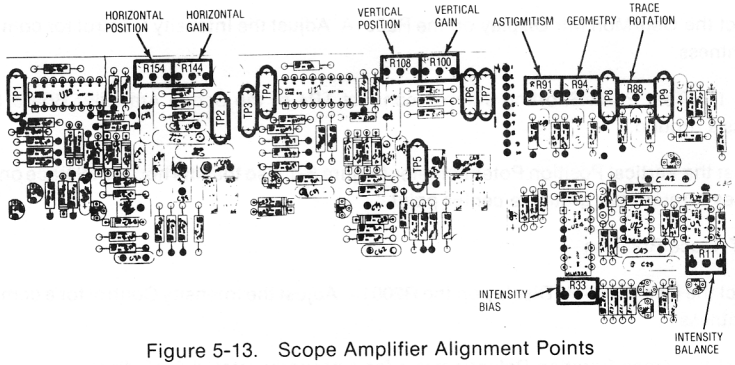

Figure 5-13. Scope Amplifier Alignment Points
2. While using the Focus Control to maintain a focused display at the center of the CRT, adjust the Astigmatism and Geometry potentiometers (Figure 5-13) for the best focus at the outer edges of the CRT while minimizing the pincushion and barrel distortion of the display. The two adjustments are interactive so that repeated small adjustments alternated between the two potentiometers will be required to obtain the best display.
2. Adjust the Intensity Bias potentiometer (Figure 5-13) until a dot appears on the screen. (The Vertical and Horizontal Position Control on the front panel may have to be used to bring the dot on to the screen.) Then back off the Intensity Bias potentiometer until the dot just disappears.
2. Adjust the Intensity Balance potentiometer (Figure 5-13) for uniform intensity of the horizontal trace from left to right. The Balance potentiometer affects the intensity on the left side of the trace.
2. With the Test Point Shorting Jumper connect TP1 of the Scope Amplifier Board (Figure 5-13) to chassis ground.
3. Adj ust the Horizontal Position Potentiometer (Figure 5-13) so that the vertical trace on the CRT screen passes through the graticule center point.
2. With the Test Point Shorting Jumper connect TP4 of the Scope Amplifier Board (Figure 5-13) to chassis ground.
3. Adjust the Vertical Position Potentiometer (Figure 5-13) so that the horizontal trace on the CRT screen passes through the graticule center point.
3. Connect an oscilloscope with a calibrated vertical input-to TP1 on the Scope Amplifier Board. (Figure 5-13).
5. With 3V p-p at TP1 adjust the Horizontal Gain Potentiometer (Figure 5-13) for a horizontal trace 6 cm long on the CRT. (Use the front panel controls to position the trace at a convenient place near the center of the CRT).
4. Connect an oscilloscope with a calibrated vertical input to TP4 on the Scope Amplifier Board. (Figure 5-13).
6. With 3V p-p at TP4 adjust the Vertical Gain Potentiometer (Figure 5-13) for a 6 cm p-p sinewave on the CRT. (use the front panel Position Controls to center the waveform on the CRT).